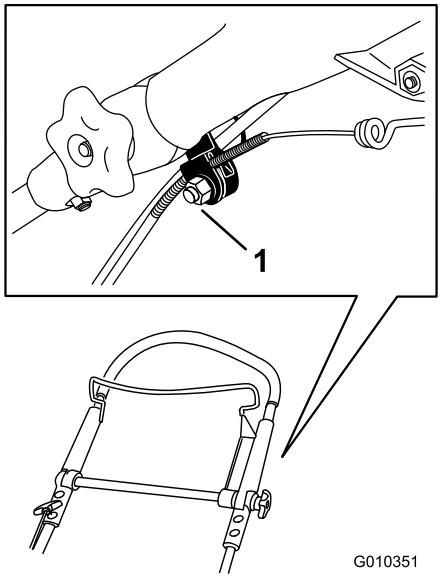

Figure 35
1. Loosen the nut on the cable mount (Figure 35).